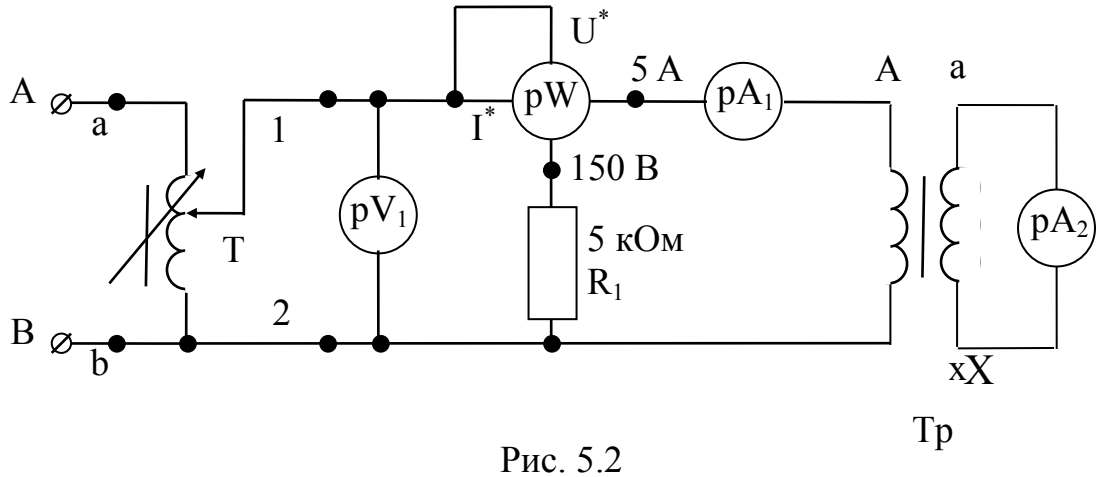

Рис. 5.2
3.1. Собрать схему согласно рис. 5.2.